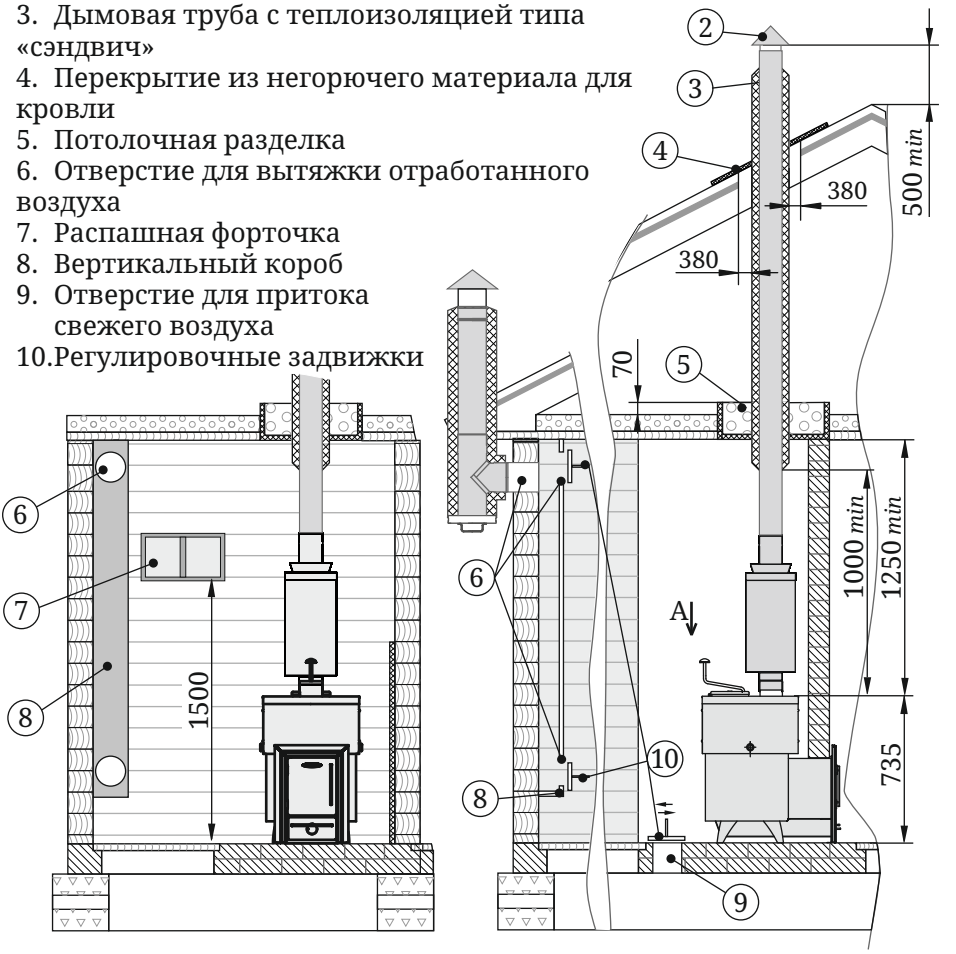

Рисунок 8. Монтаж печи в помещении с перегородкой из горючего материала
- пол из горючих и трудногорючих материалов перед дверцей топки — металлическим листом размером 700×500 мм (рисунок 8).
Для обеспечения хорошего воздухообмена, вентиляции и обеспечения оптимальных кондиций русской паровой бани, в парной рекомендуется организовать приточно-вытяжную вентиляцию (см. рисунок 8).